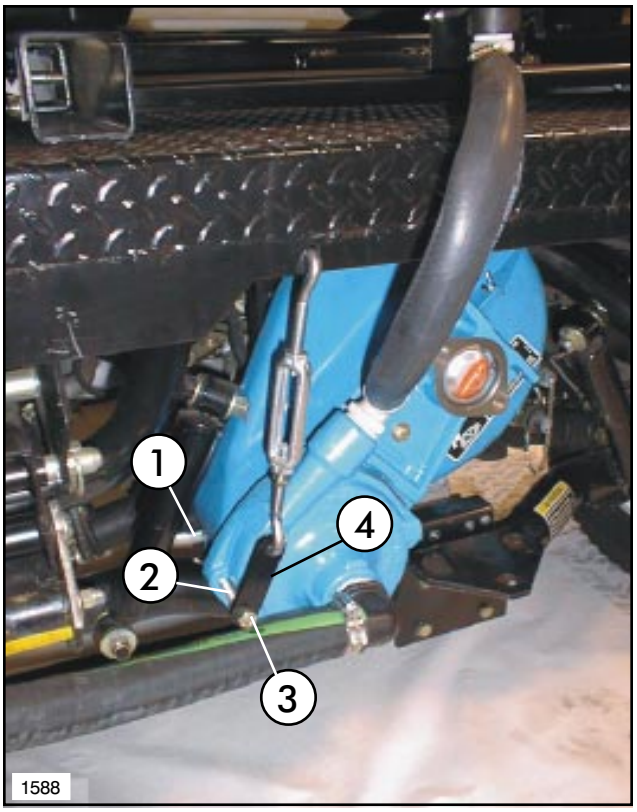

FIG. 6
the long bolt, install locknut, connecting lug, and locknut as shown in FIG. 6.
3. Drill 7/16” hole in rear panel of flat bed, approximately 2” from notch on left side and 1/2” up from bottom edge (as shown in FIG. 6).
5. Apply thread sealer and install (1) 1” X 1” Hose Barb 90° Elbow into the outlet port of the Pump.
6. Apply thread sealer and install (1) 1-1/4” x